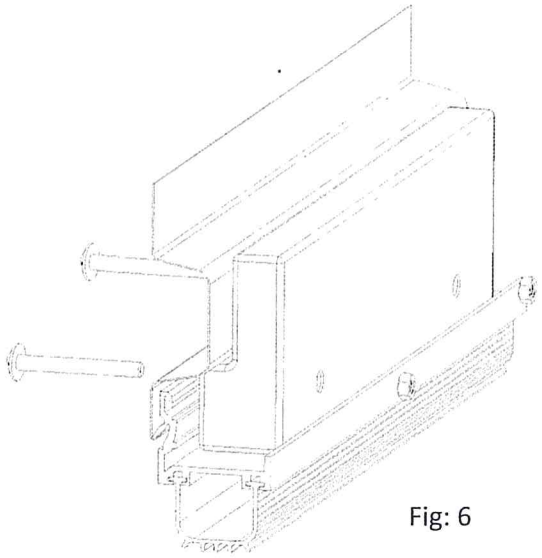

Fig: 6
m) Locate the weight bar on the centre of the bottom rail and drill two locating holes through the holes on the weight bar into the bottom rail. Secure the weight bar with two bolts provided. *(Fig 6)*